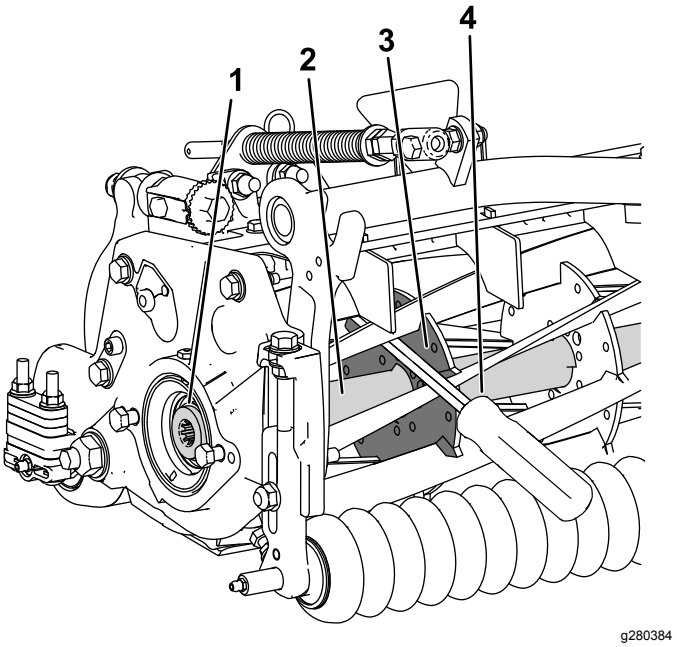

Figur 32
1. För in en bändstång med långt handtag (vi rekommenderar storleken ⅜ x 12 tum med ett skruvmejselhandtag) genom klippcylinderns framsida närmast sidan på den klippenhet som du ska dra åt (Figur 32).
2. Placera bändstången mot den svetsade sidan på cylinderns inre förstärkning (Figur 32).